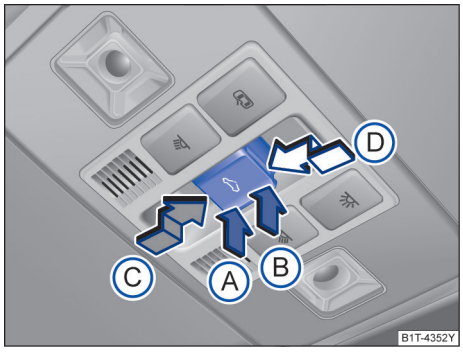

图 72 在顶篷中：天窗按钮
按钮→ 图 72 设有 2 挡位置。1 挡位置：可完全打开天窗，或部分翻开天窗，打开或关闭天窗。
– 触发防夹功能后 5 秒钟内按压 ⌓ 按钮→ 图 72，沿箭头Ⓓ 方向将按钮保持在 2 挡位置，直至天窗完全关闭。